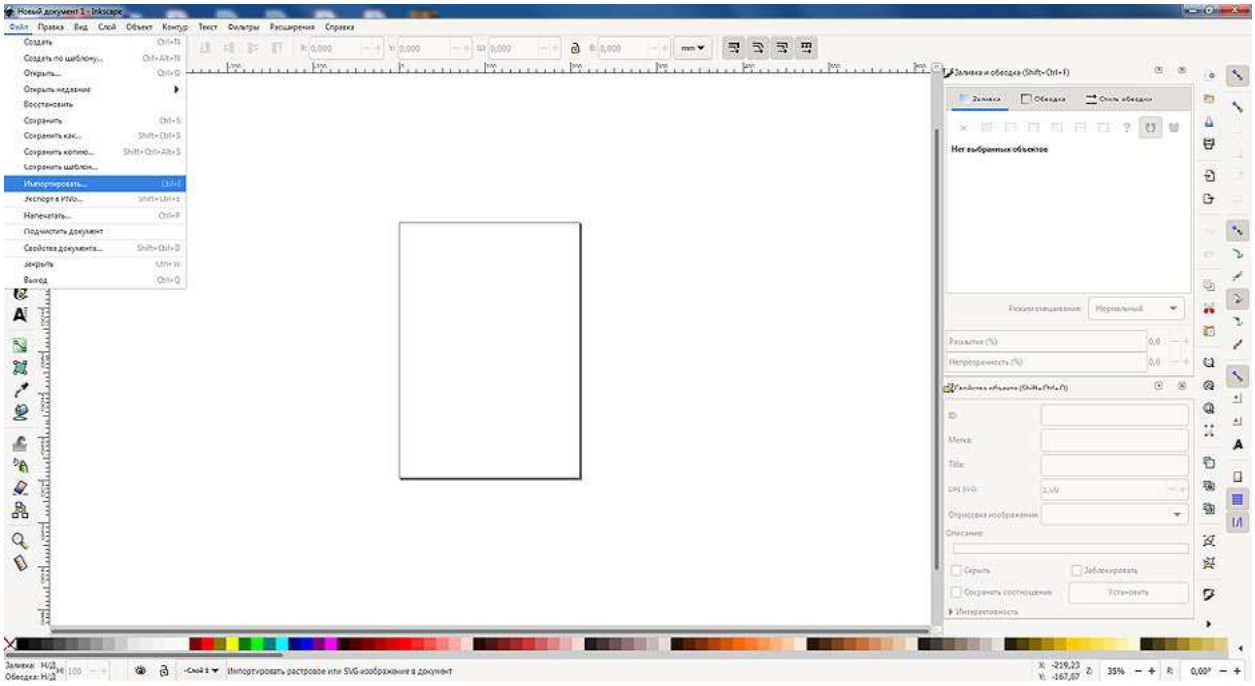

Рис. 1. Импорт эскиза в программу Inkscape
2.2. Разместить отсканированный эскиз (рис. 1).